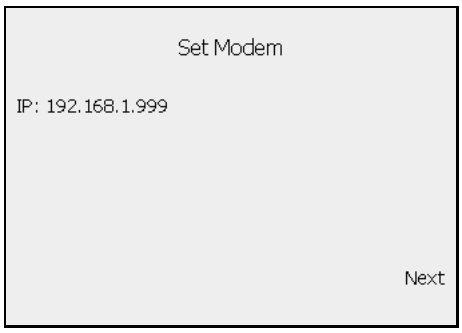

Figure 13-28 Set Modem Screen
e. You are returned to the Set Modem screen (Figure 13-28). Press SoftKey #8 to select **Next**.